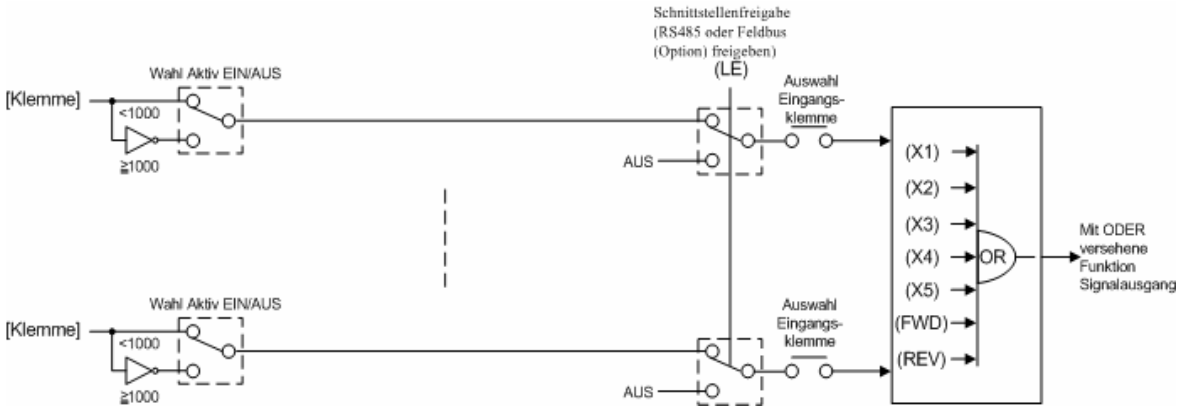

Abbildung 4.3 (d) Blockdiagram des digitalen Steuereingangsklemmenblocks(Abschalterzwingung für Signale an Klemmen bei Einschalten von (LE))
In Abbildung 4.3 (d) ist ein Blockdiagramm des digitalen Steuereingangsblocks (Abschalterzwingung für Signale an Klemmen bei Einschalten der Schnittstellenfreigabe (LE)) dargestellt. Es zeigt eine Abschalterzwingung aller an den digitalen Eingangsklemmen anliegenden Signale, wenn die serielle Verbindung aktiviert wird (Einschaltung von (LE)). Wird die Funktion „serielle Verbindung aktivieren“ deaktiviert, werden die Signale an den digitalen Eingangsklemmen direkt Steuerausgangssignale.